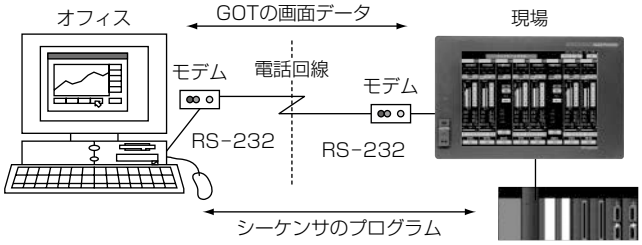

図5．モデム接続
(1) バックアップ／リストア機能では，Ethernetに接続された複数機器を，一括でバックアップ／リストア可能とした。コントローラの設定情報を指定曜日・時刻に，複数チャネル・マルチCPU一括で，自動的にメモリカード，又はUSBメモリにバックアップできる。
(2) GOTとパソコンをモデム経由で接続して，データの転送を可能とした(**図5**)。遠隔地から電話回線を通じてGOTの画面データのダウンロード／アップロードができる。また，FAトランスペアレント機能を使用して，シーケンサのプログラムの変更／ダウンロード／アップロードなどができる。